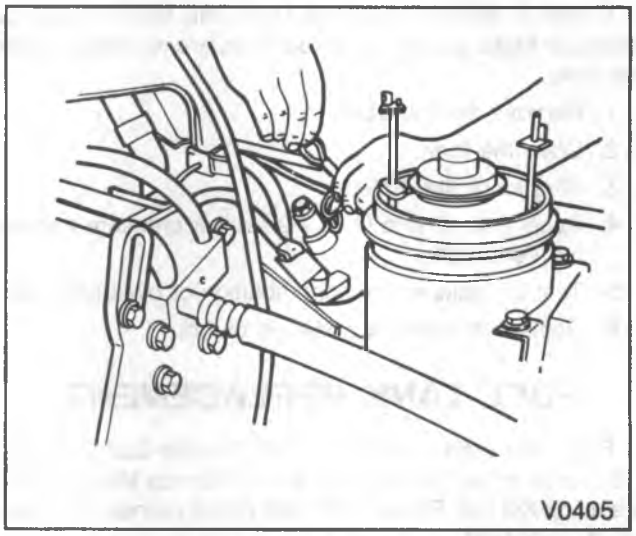

Figure 7—Jumping HPCA Connector
8. If the engine temperature is above 52°C (125°F), activate the HPCA (Housing Pressure Cold Advance) on the injection pump. This can be done by disconnecting the two lead connectors at the Engine Temperature Switch and bridging the connector with a jumper wire. Refer to figure 7.